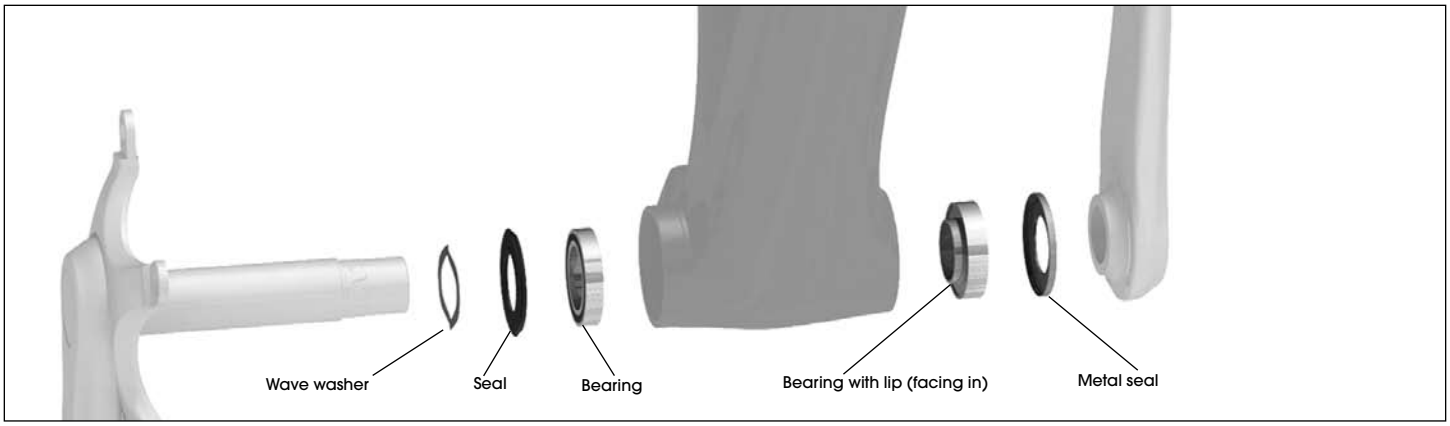

Figure 1. SRAM bearing set
1. Apply a liberal coat of grease to the contact surfaces of one bearing and the drive side of the bottom bracket shell (Figure 1).